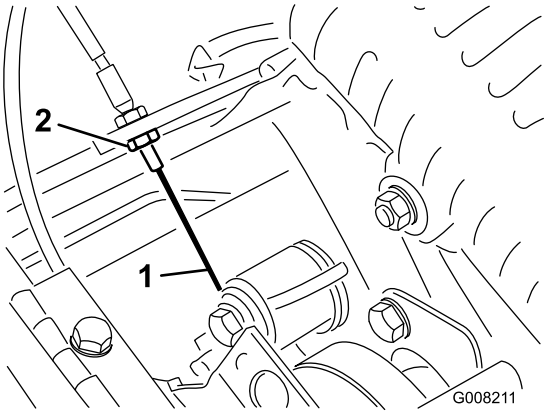

Figur 42
3. Kabelspændingen øges ved at løsne kablets forreste kontramøtrik og spænde kablets bageste kontramøtrik (Figur 42), indtil der kræves en kraft på 3 til 4 kg for at aktivere traktionskontrollen.